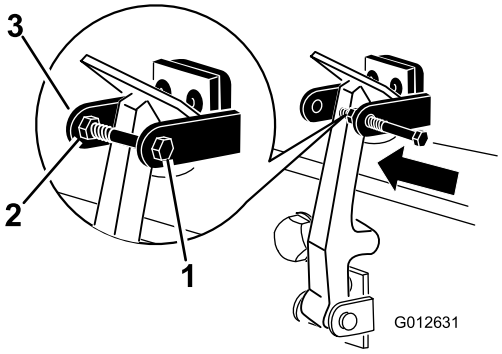

Figur 8
7. Skruva i skruven i den andra armen på motorhuvens låsfäste för att låsa spärren på plats (Figur 8). Dra åt skruven ordentligt, men dra inte åt muttern.